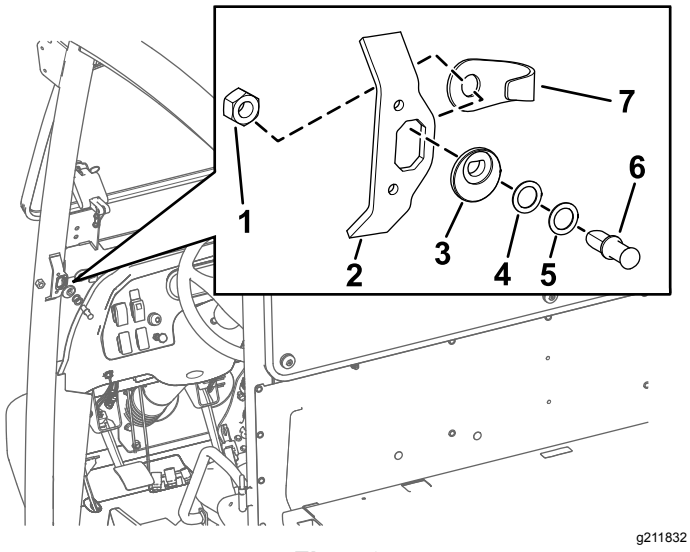

Figur 3
2. Rikta in spärrpinnekammen efter öppningen på låsplattan i den position som visas i Figur 3.
3. För in spärrpinnen (utan brickorna först) i spärrpinnekammen (Figur 3).
5. Rikta in spärrpinnen och kontramuttern på baksidan av låsplattans öppning (Figur 3).
6. Dra åt kontramuttern på spärrpinnen för hand (Figur 3).